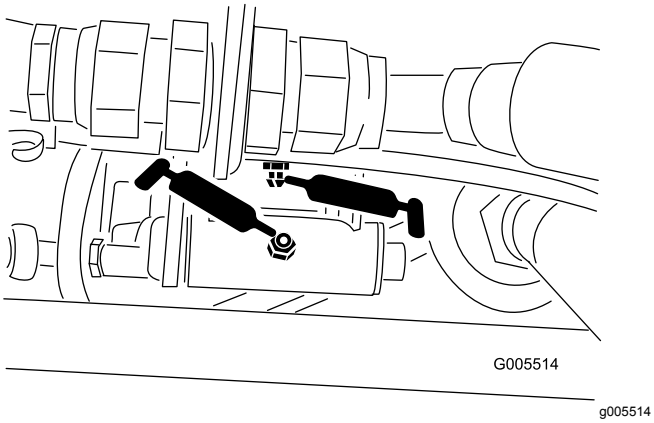
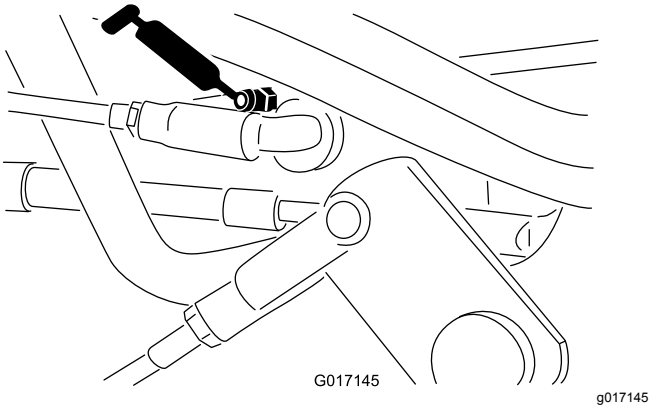

Figur 34
Figur 35
- Hastighetsvelgerkobling (Figur 34 og Figur 35)